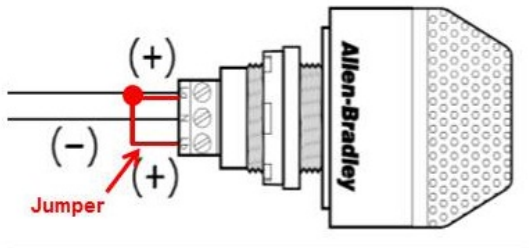

Figure 4-9: Jumper on RSL
A. mounted on the ROBOT such that it is easily visible while standing three (3) ft in front of the ROBOT,
C. wired for solid light operation, by placing a jumper between the “La” and “Lb” terminals on the light per Figure 4-9.